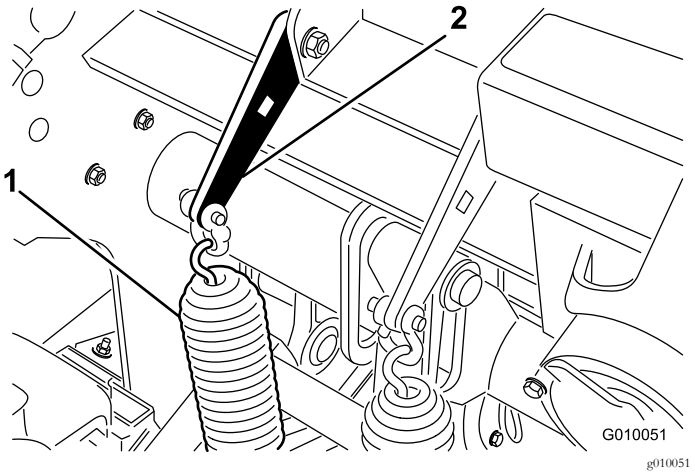

Rysunek 36
2. Odkręć nakrętki śrub zamkowych mocujących wsporniki sprężyn do głowicy wgłębnej (Rysunek 36). Nie zdejmuj ich.